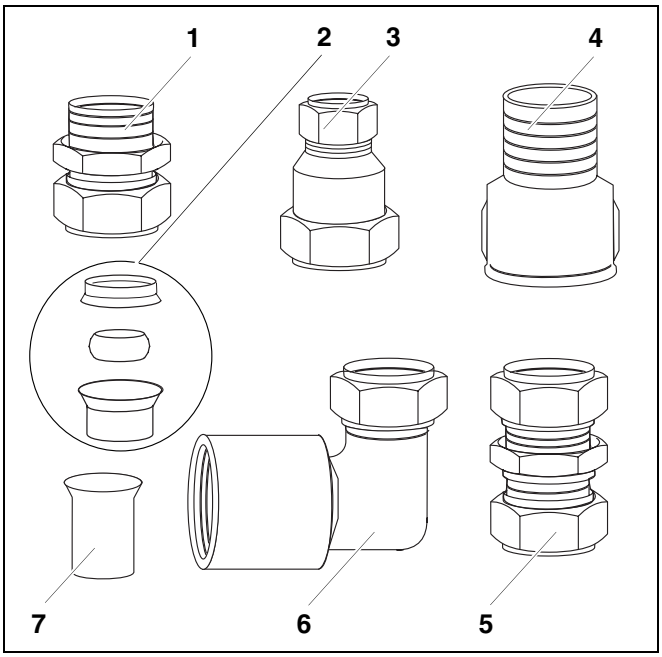

*Afb. 1 Leveringsomvang*
**Onderdelen van de leveringsomvang (afb. 1)**
Wanneer afzonderlijke leidingstukken verlengd moeten worden, kan dat gedaan worden met behulp van de rechte klemringschroefkoppeling 15 mm × 15 mm (afb. 1, **Pos. 5**).